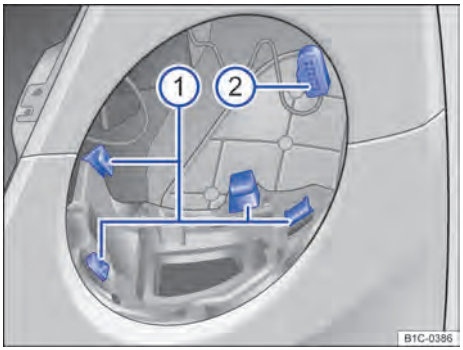
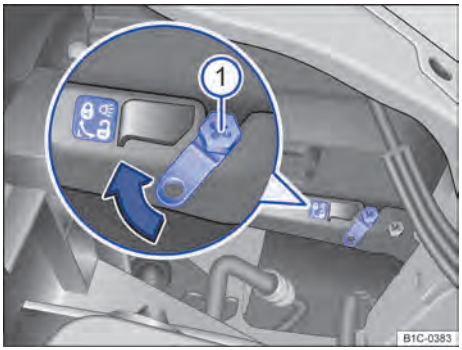

Fig. 177 Guias ① e conector ② para montagem do farol dianteiro esquerdo.
Fig. 178 No compartimento do motor: alavanca de destravamento do farol dianteiro esquerdo.
2.	Colocar o conector ⇒ Fig. 177 ② na carcaça do farol.
3.	Empurrar os quatro pontos de montagem da carcaça do farol nas quatro guias ① na abertura do farol.
4.	Travar a carcaça do farol. Para isso, enfiar a chave de fenda Phillips ⇒ Página 285 na alavanca de destravamento ⇒ Fig. 178 ①.
6.	Atentar para que a marcação vermelha da alavanca de destravamento ⇒ Fig. 178 não esteja mais visível. Se, após o travamento, a marcação vermelha continuar visível, o farol não está corretamente fixado e as etapas de montagem devem ser repetidas.